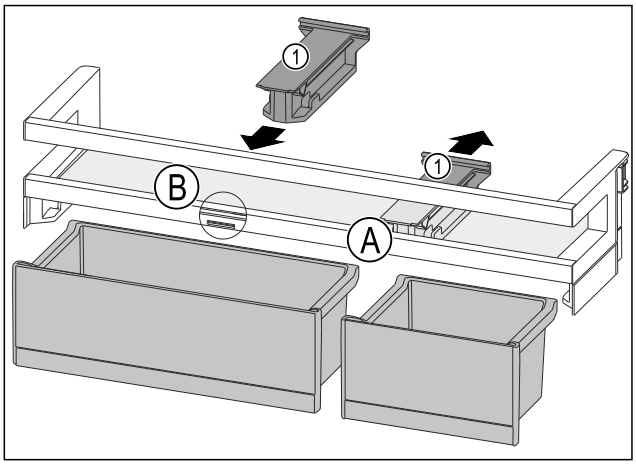

Fig. 184
▶ 将定位件 *Fig. 184 (1)*向后拉至位置 *Fig. 184 (A)*。
▶ 将定位件 *Fig. 184 (1)*插入至位置 *Fig. 184 (B)*。